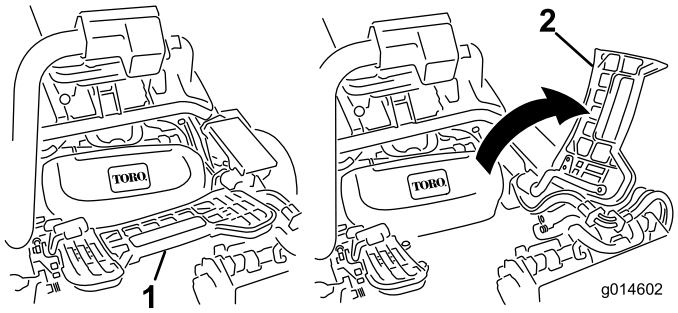

Figur 29
1. Lyft upp fotstödet och fäll upp det så att du kommer åt mittklippenheten (Figur 29).